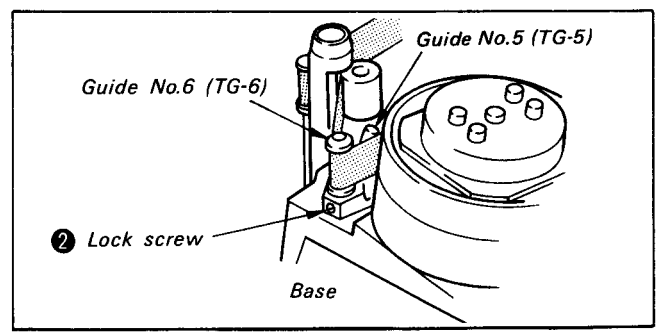

Fig. 2-55
5) Loosen lock screw ❷ of guide No.6 (TG-6) and turn Guide No.6 so that the waveform on the outlet side becomes flat (See Fig. 2-55).